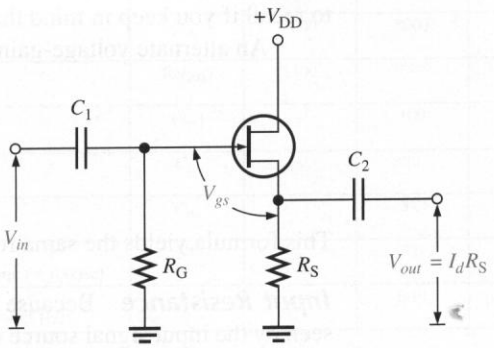

FIGURE 4–41
A **common-drain (CD)** JFET amplifier is shown in Figure 4–41 with voltages indicated. Self-biasing is used in this circuit. The input signal is applied to the gate through a coupling capacitor, and the output is at the source terminal. There is no drain resistor. This circuit, of course, is analogous to the BJT emitter-follower and is sometimes called a *source-follower.* It is a widely used FET circuit because of its very high input impedance.